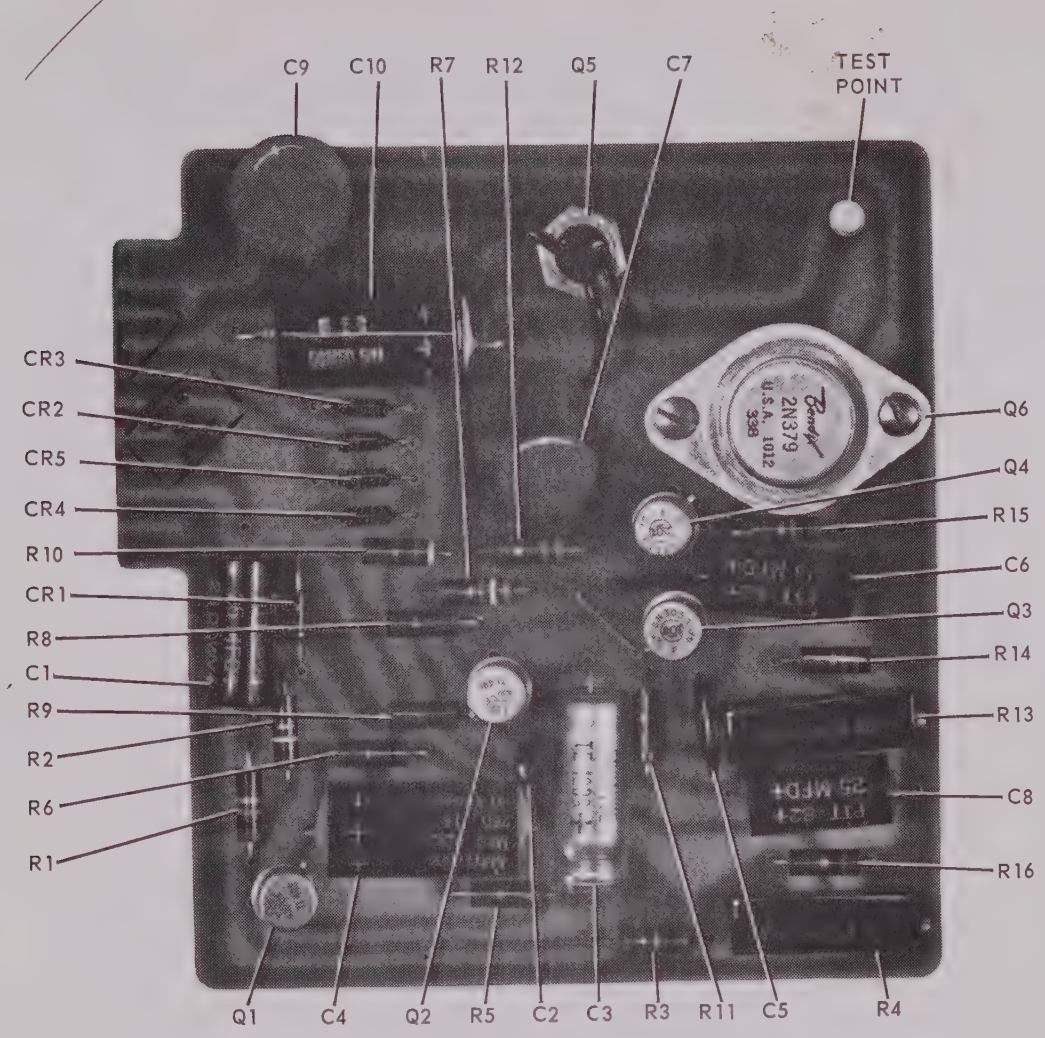

Fig. 4-5 Model AMD-10 Meter Amplifier
(2). Using a dc voltmeter, measure the voltage from the test point on the AMD-10 meter amplifier circuit card (figure 4-5) to ground. Adjust potentiometer R13 for an indication of 27.5 $\pm$2.5 volts. Repeat for each card.